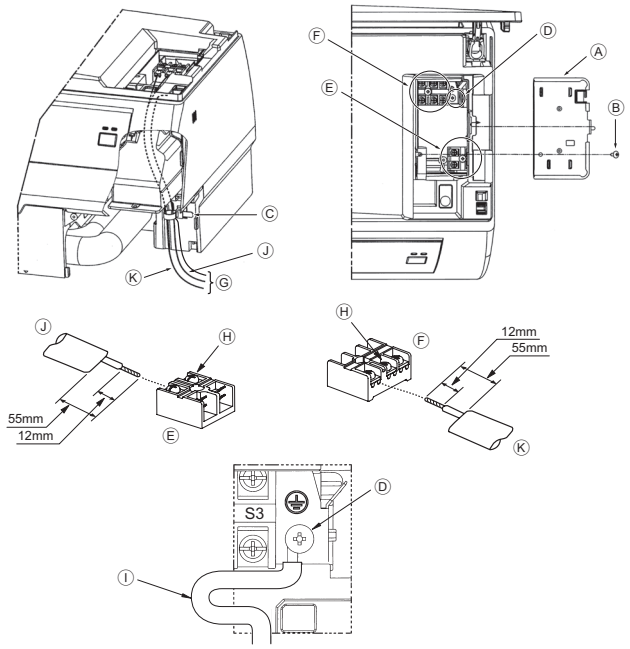

Fig. 6-1
6.1. Indendørsenhed (Fig. 6-1)